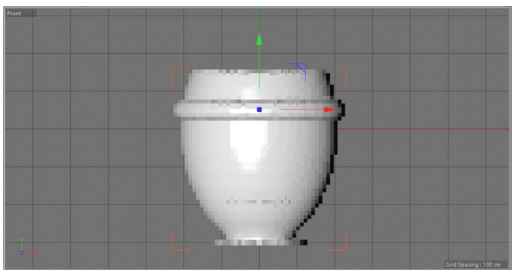

Figure 3-80 *Voxel objects displayed*
6. Select *vase* in the Object Manager. Next, press and hold the left mouse button and then drag it on *Volume Builder*; *vase* is connected to *Volume Builder*. Next, select *ring* in the Object Manager and press and hold the left mouse button and then drag it on *Volume Builder; ring* is also connected to *Volume Builder.* Notice that *vase* and *ring* turn white and both objects are converted into voxel objects, refer to Figure 3-80.